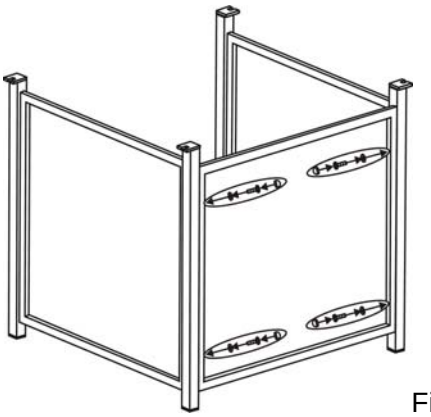

Figure 2
2. Attach the back panel to the side panels by using four 1/4"x40 mm bolts and washers as shown in Figure 2.Guide the bolts through the holes in back panel, into the pre-drilled holes in the side panels. **Hand tighten only.**